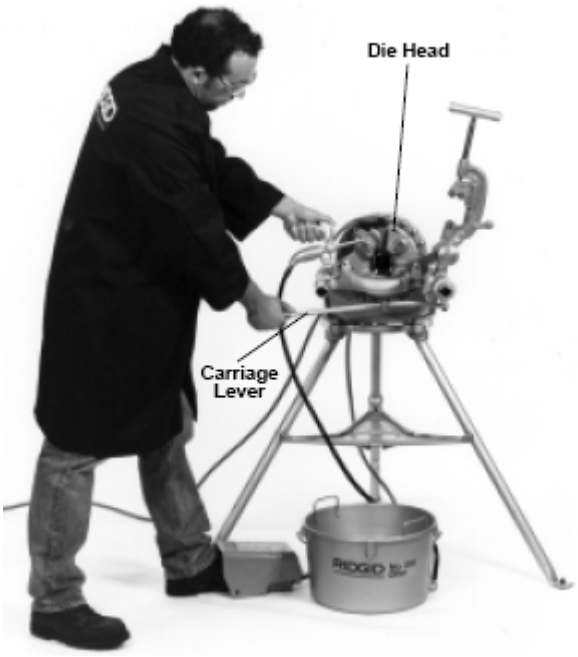

图11 — 用快开或自开式模头套丝
4. 按照正确的操作方法来切割管子（见图11）。
1. 检查割刀、铰刀已倒向后部（见图11）。